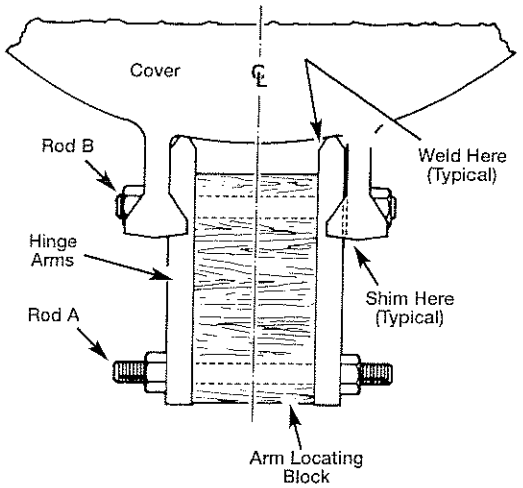

Figure 5: Hinge Arms Ready for Welding to Manway Cover
5. Arm locating block (quantity 1). See Figure 5.
2. Assemble rod B (Figure 5) through cover lugs, hinge arms and wood arm-locating block with 1/32 inch shim washers between lugs and hinge arms. Secure with two hex nuts.
3. Assemble rod A (Figure 5) through outer holes in hinge arm and locating block. Secure with two hex nuts.